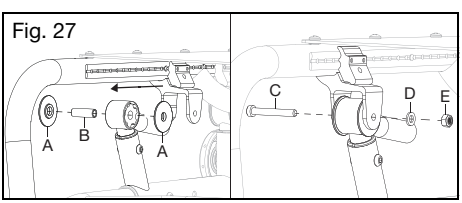

Fig. 27
3. Vuelva a instalar las dos arandelas (Fig. 27:A) y el inserto (Fig. 27:B) y deslice la torre de tecnología ISO hacia atrás para mantener la pieza en su lugar. Vuelva a instalar el perno (Fig. 27:C), la arandela (Fig. 27:D) y la tuerca (Fig. 27:E) usando una llave Allen de 4 mm y una llave de 10 mm para fijar la torre de tecnología ISO en su lugar. Repita en la torre de tecnología ISO opuesta.